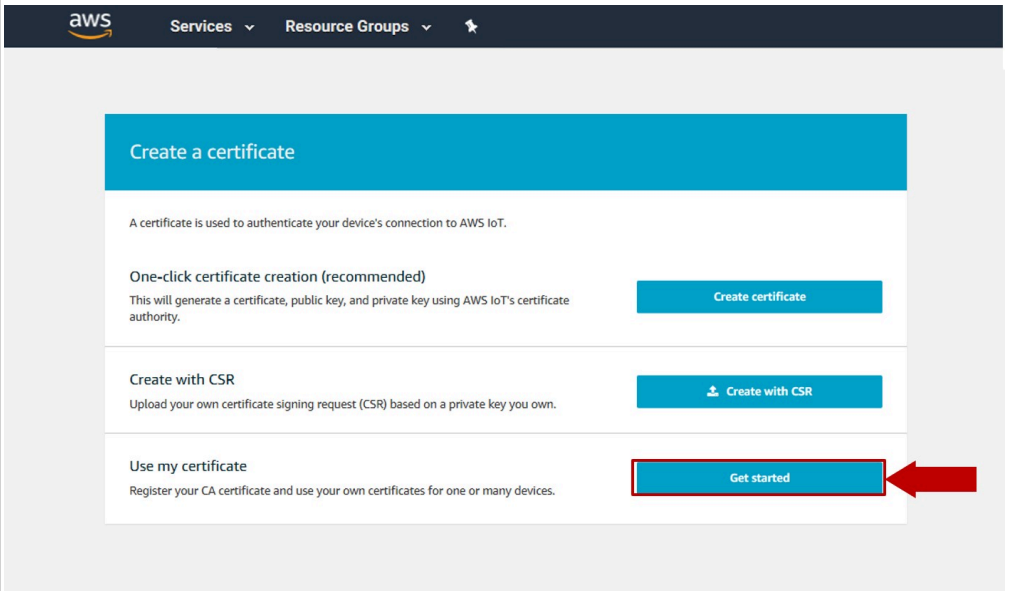

Figure 75. Create a certificate
2. A new menu called *Create a certificate* will be opened. Click on the **Get started** option as shown in Figure 75:
3. A new menu called *Select a CA* will be opened. In this menu, the root CA you registered in Section 4.2 should appear. Select your root CA certificate and click on **Register certificates** button as shown in Figure 75